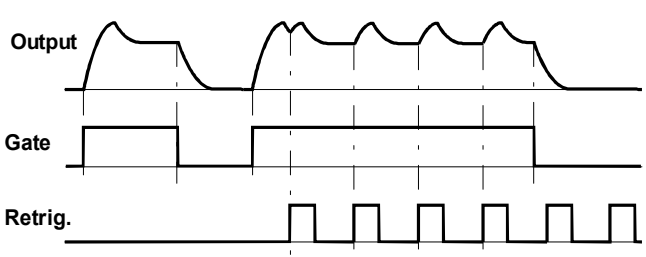

Abb. 2: Hüllkurve mit Retrigger-Funktion
❻ Retrig.
Die Buchse ❻ ist der **Retrigger-Eingang** des VCADSR's. Hier können Sie z.B. die Signale eines LFO's zuführen. In diesem Fall wird der VCADSR *während der Dauer des Gate-Signals* mit jedem Triggerpuls des LFO's erneut getriggert (s. Abb. 2).
❼ Output